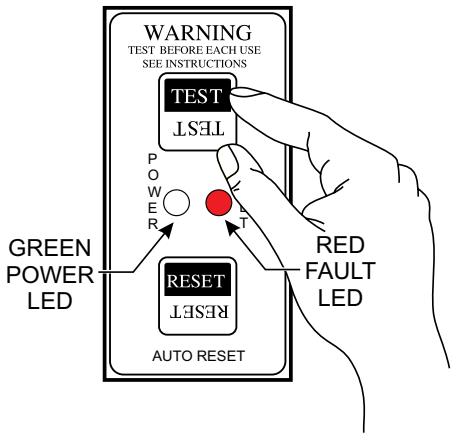

Figure 45. GFCI Sensing Module (Red/Fault LED ON)
6. Next, press the **TEST** button on the GFCI sensing module (Figure 45) and verify that the **GREEN** power LED turns **OFF** and the **RED** fault LED turns **ON**.